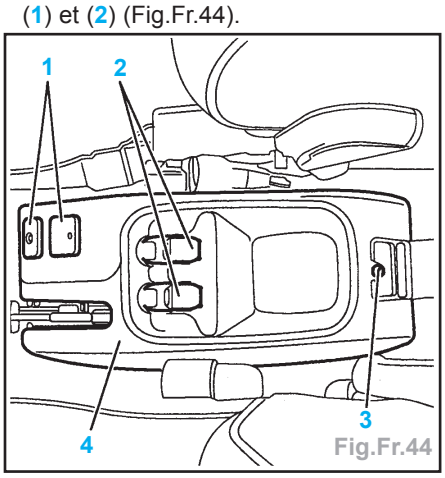

Fig.Fr.44
- Débrancher et écarter les connecteurs (1) et (2) (Fig.Fr.44).